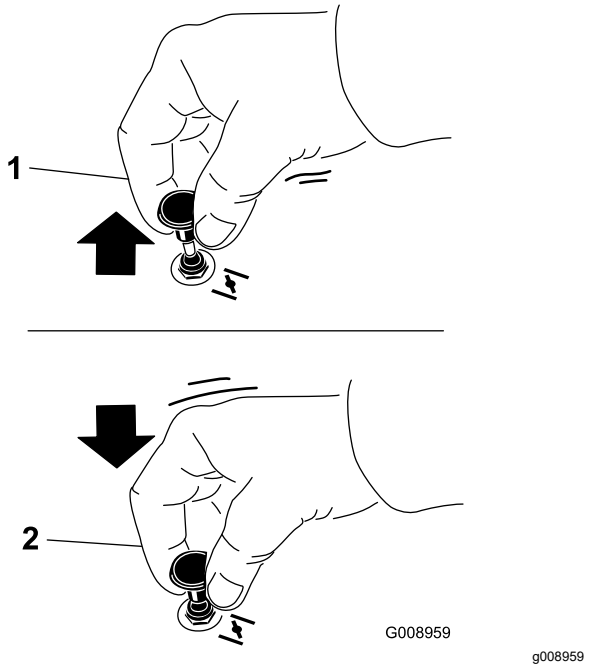

Figur 22
1. Dra upp chokereglaget så att choken aktiveras innan du använder tändningslåset (Figur 22).
2. Tryck ned chokeknappen så att choken avaktiveras när motorn har startats (Figur 22).